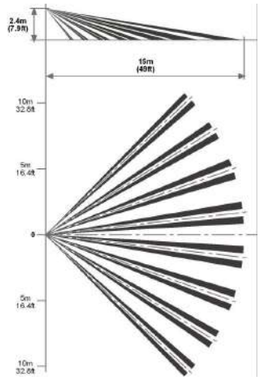

Figura 4 Patrón de lente**I**Patrón de la lente**I**Portée de la lentille**I** Area di rilevazione**I**Charakterystyka detekcji
8. Conectar los alambres en los bloques de terminales. (Figura 4)
8.Reliez le fil au block terminal. (Figura 4)